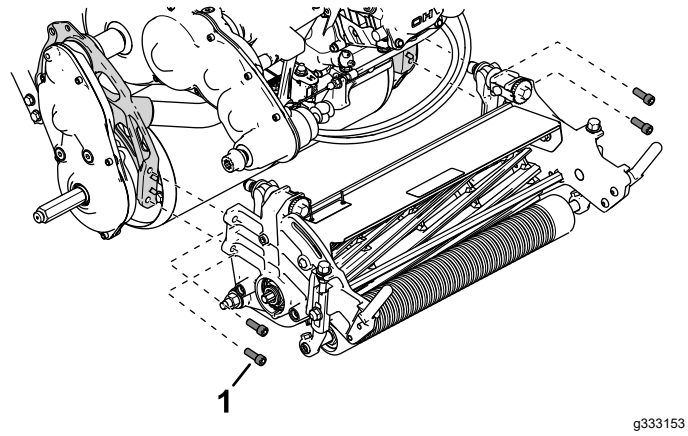

Figur 50
4. Avlägsna insexskruvarna som fäster klippenheten på ramen (Figur 50).